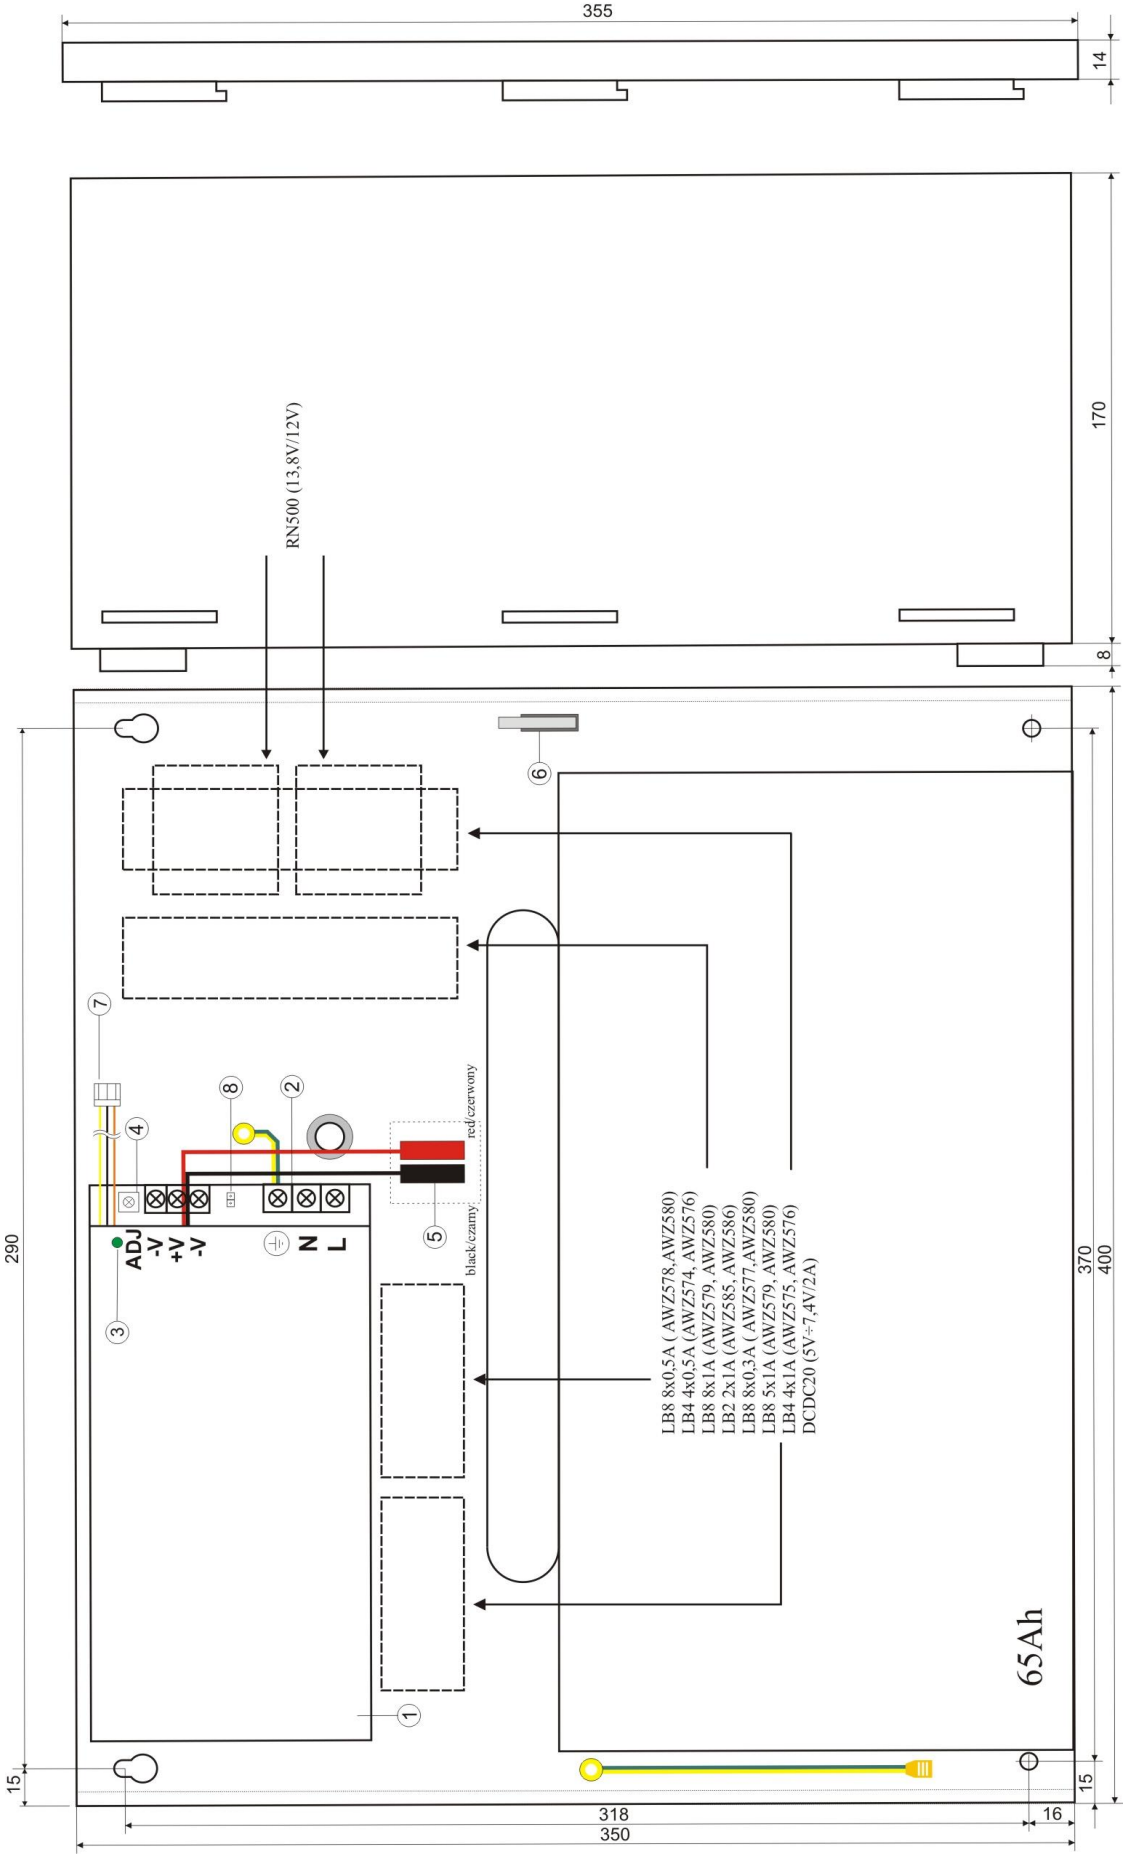

Fig.2. The view of the PSU.
1.3 Description of PSU components and connectors (tab.1, tab.2, fig.2).
Part no. [Fig. 2]	Description
Fixation	See figure 2